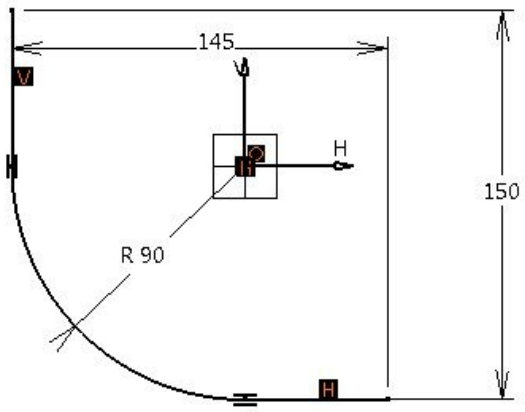

Figure 9-94 *Sketch of the path*
a. Create the path for the rib feature, refer to Figures 9-94.
1. Draw the sketch of the path for the rib feature on the yz plane and add the required constraints and dimensions to the sketch, as shown in Figure 9-94. Exit the sketching environment and change the view to isometric.